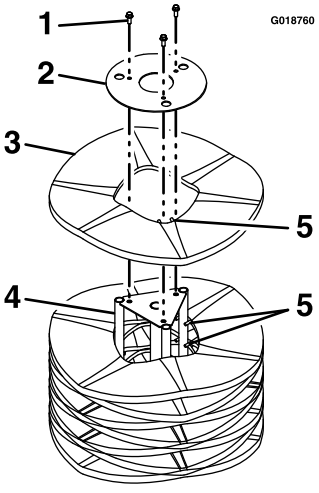

Rysunek 35
5. Ustaw trzon szczotki na jednym końcu, tak aby końcowa płyta mocująca była skierowana do góry (Rysunek 35).
6. Zdemontuj elementy mocujące z końcowej płyty mocującej (Rysunek 35).
8. Zainstaluj nowe segmenty, ustawiając je według pierścienia z palcami wyrównującymi zgodnie z Rysunek 35.